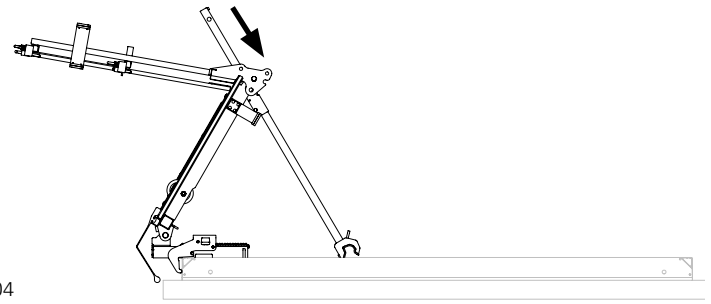

Fig. A5.04
5. Pousser la passerelle environ aux 2/3 vers le bas jusqu'à ce que les axes des bracons diagonaux s'enclenchent dans le panneau. (Fig. A5.04)